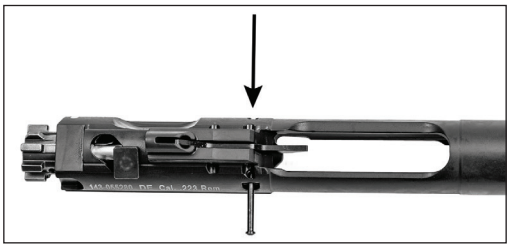

Fig. 19 – Drift out the Firing Pin Retaining Pin
b. Push the firing pin retaining pin from right to left (Fig. 19).